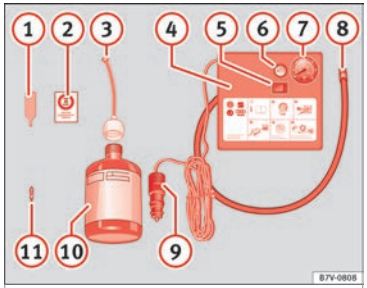

Fig. 190 Standard representation: Contents of the tyre mobility system.
The tyre mobility system is located underneath the floor covering in the boot. It includes the following components ››› **Fig. 190**: »
- Use the enclosed extractor ››› **Fig. 190** (1) to unscrew the valve insert. Place it on a clean surface.
- Shake the bottle of sealant ››› **Fig. 190** (10) well.
- Screw the inflator tube ››› **Fig. 190** (3) into the sealant bottle in a clockwise direction. The seal on the mouth of the bottle pierces automatically.
- Remove the lid from the filling tube ››› **Fig. 190** (3) and insert the open end of the tube into the tyre valve.
- Screw in the valve insert again with the aid of the extractor ››› **Fig. 190** (1).
- Screw the tyre inflator tube ››› **Fig. 190** (8) of the air compressor into the tyre valve.
- Check whether the air bleed screw ››› **Fig. 190** (6) is tightened.
- Attach the connector ››› **Fig. 190** (9) to one of the vehicle's 12 volt sockets ››› **page 119**.
- Switch on the air compressor with the ON/OFF switch ››› **Fig. 190** (5).
Screw the inflator tube ››› Fig. 190 (8) again and check the tyre pressure on the gauge (7).